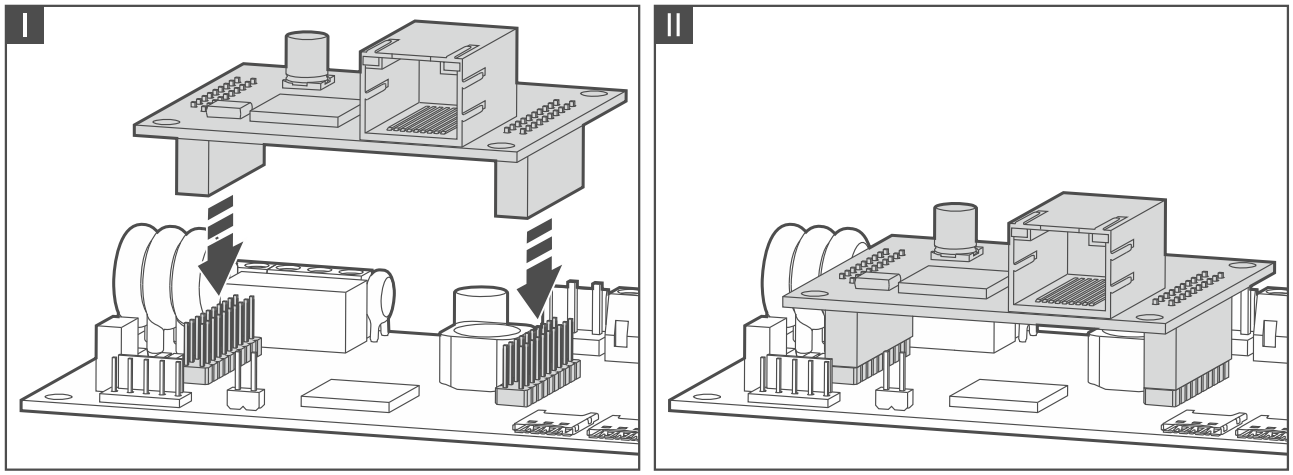

Abb. 19. Befestigung des Moduls GSM-X-ETH auf der Elektronikplatine des Moduls GSM-X.
3. Montieren Sie das Ethernetmodul GSM-X-ETH in den Anschlüssen auf der Elektronikplatine des Moduls GSM-X (Abb. 19).